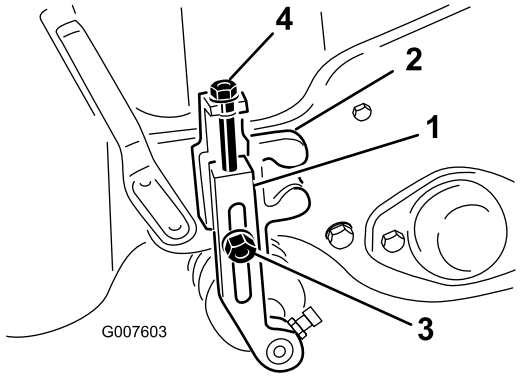

**Figur 47**
2. Løsn låsemøtrikkerne, som fastholder klippehøjdearmene på klippehøjdebeslagene (Figur 47).